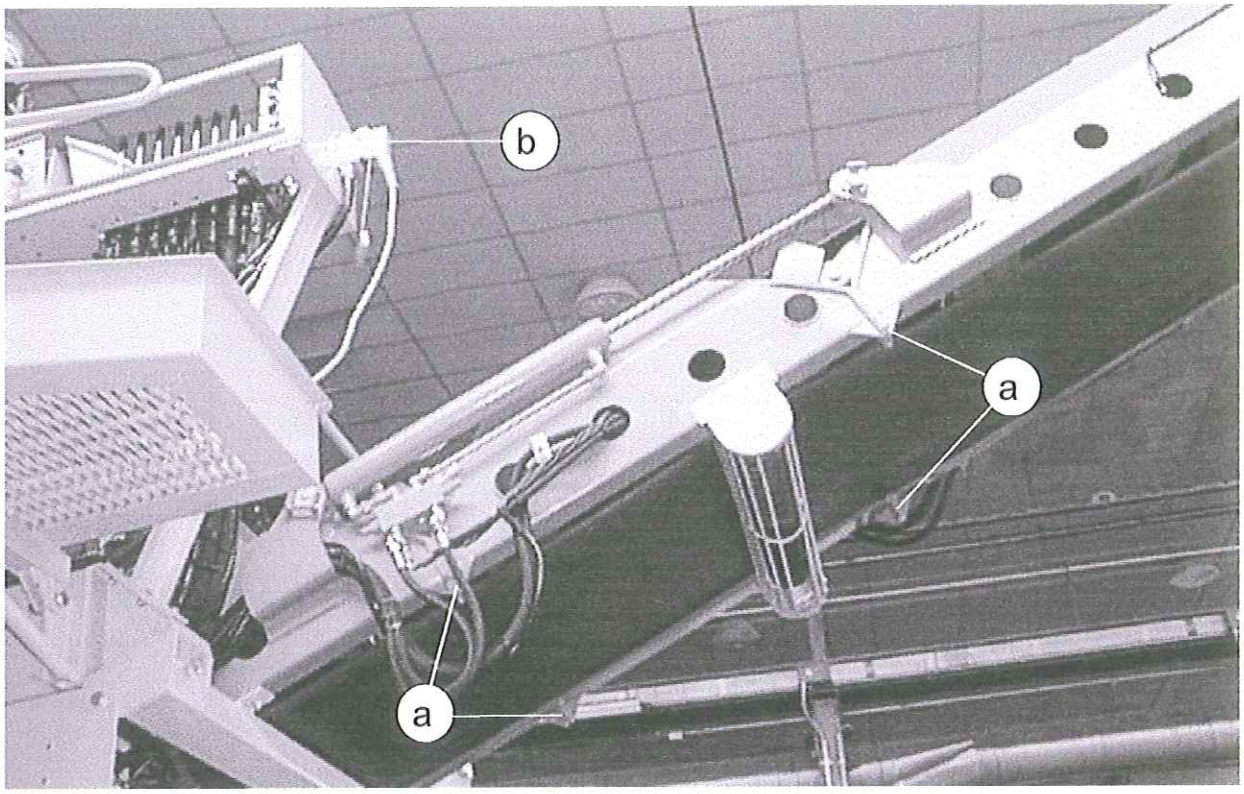
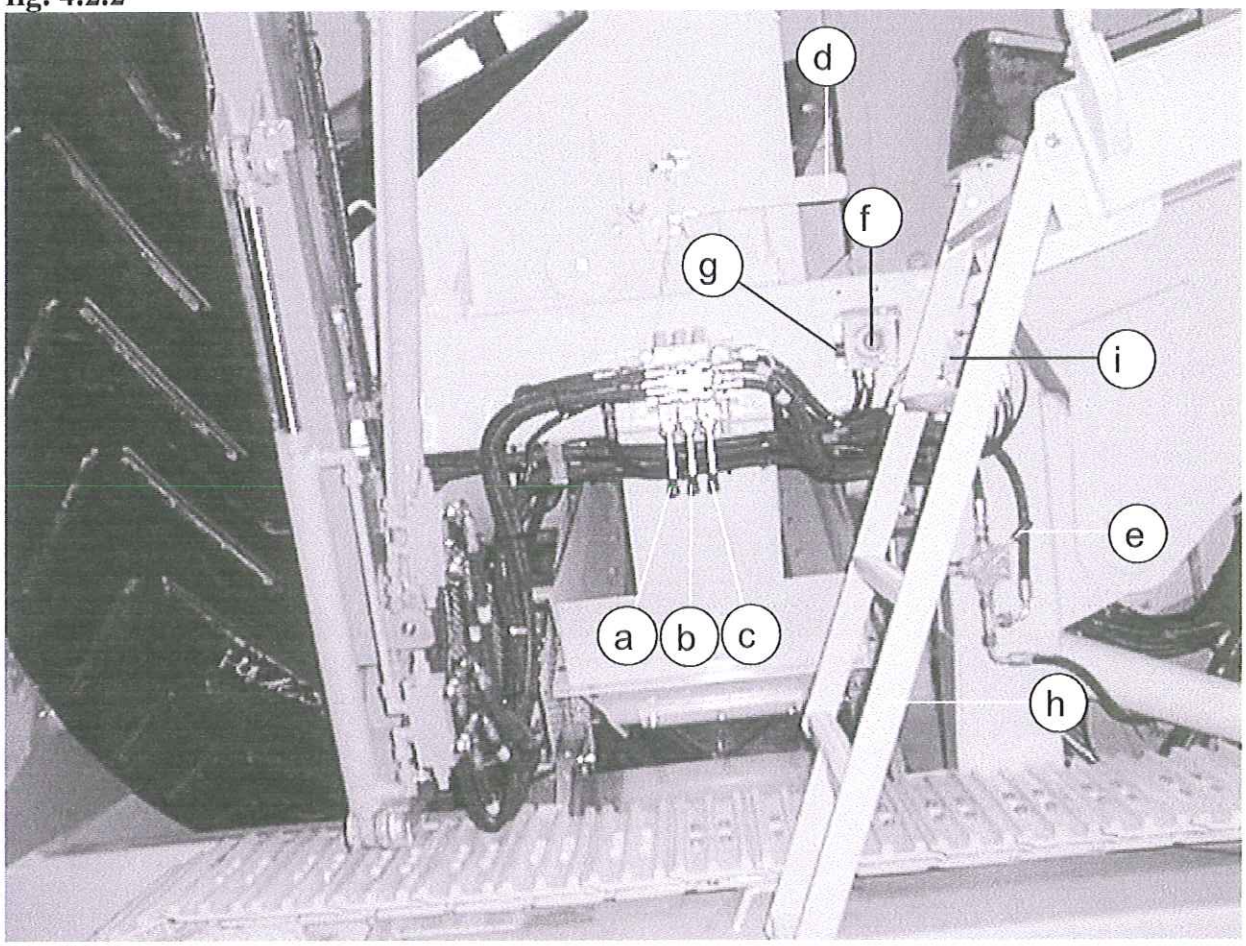
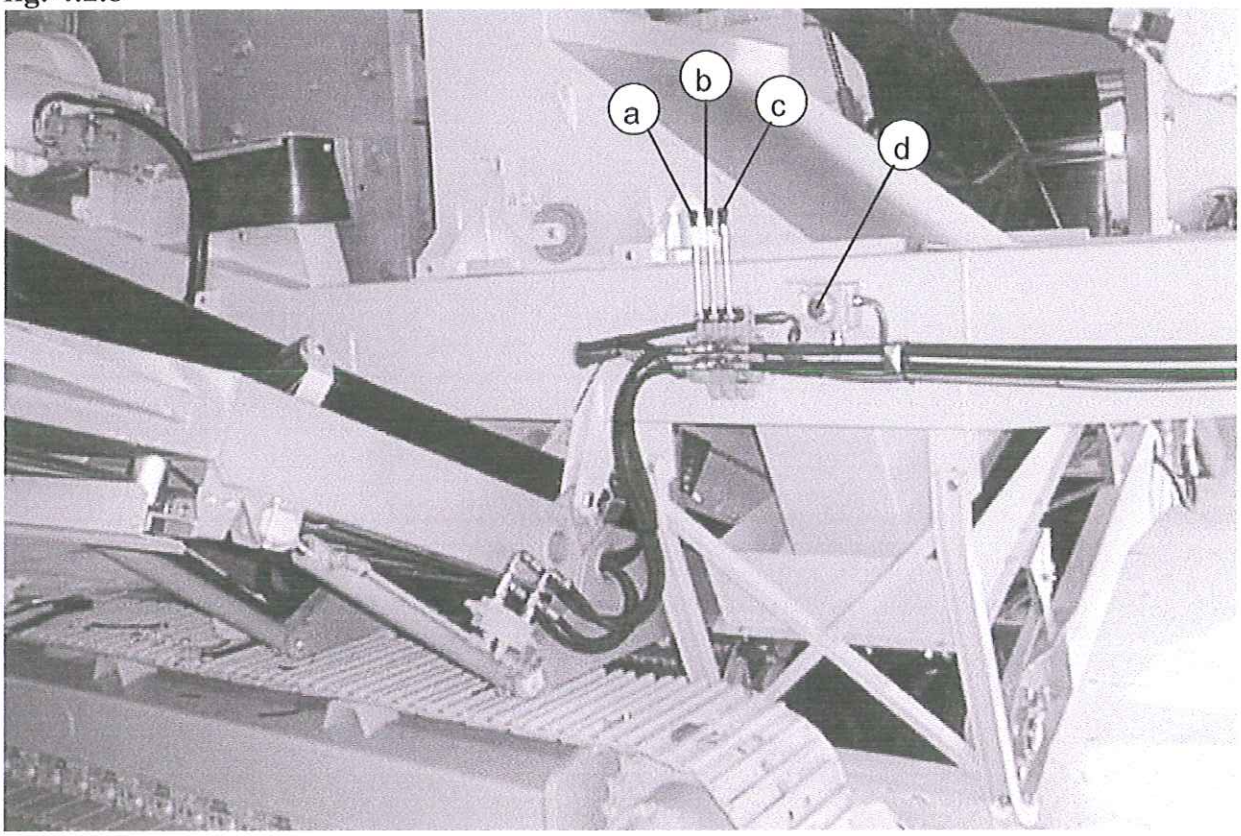

fig. 4.2.2
fig. 4.2.3
fig. 4.2.9
2) Smontare il prefiltro a ciclone di aspirazione dell'aria del motore diesel, togliere le viti indicate dal particolare (a) di fig. 4.2.2 (se presenti) e ripiegare sulla cofanatura motore il nastro principale sotto vaglio azionando la leva particolare (c) di fig. 4.2.3.
3) Ribaltare la scaletta di salita, indicata dal particolare (h) di fig. 4.2.3, all'interno della passerella.
a) sollevarli leggermente (agendo sulle leve indicate dai particolari (a) di fig. 4.2.3 e di fig. 4.2.9);
b) incurvarli lateralmente fino quasi a fine corsa (agendo sulle leve particolari (b) di fig. 4.2.3 e di fig. 4.2.9).
a) sollevarli fino a fine corsa agendo di nuovo sulle leve particolari (a) di fig. 4.2.3 e di fig. 4.2.9 facendo attenzione a non rovinare il tappeto dei nastri;
b) incurvarli nuovamente (agendo sulle leve particolari (b) di fig. 4.2.3 e di fig. 4.2.9) finché non si appoggiano sulle rispettive mensole di sostegno (fare sempre attenzione a non rovinare il tappeto dei nastri).